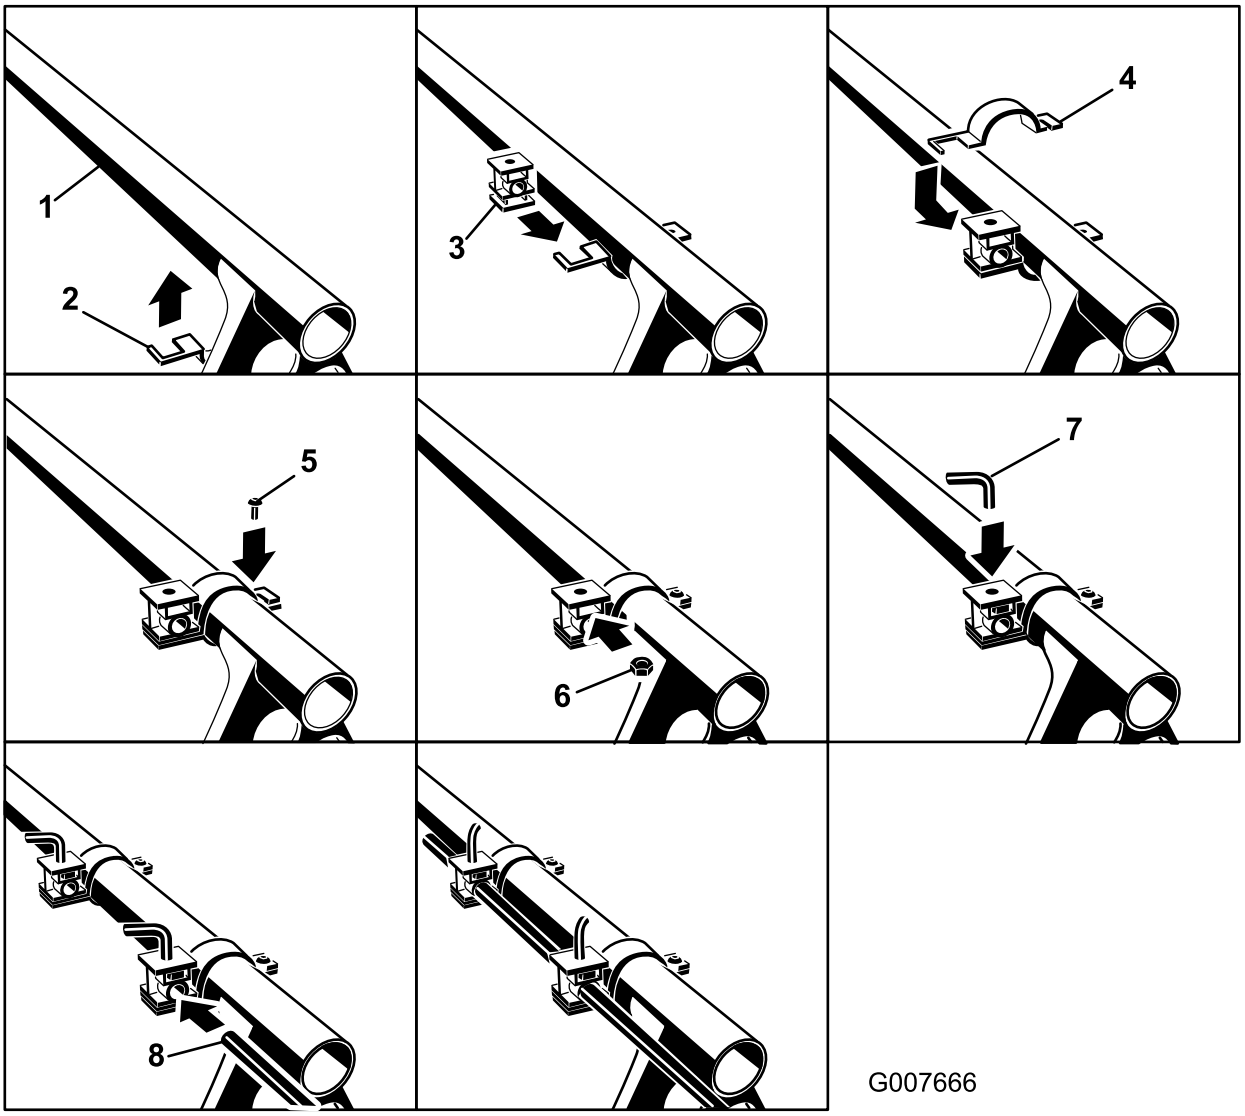

Figur 13
2. Leta reda på skummunstyckets monteringsfästen och distansbrickorna. Montera det första fästet 7–10 cm från den övre rampens stödstångsände. Montera fästet och distansbrickan enligt (Figur 13).